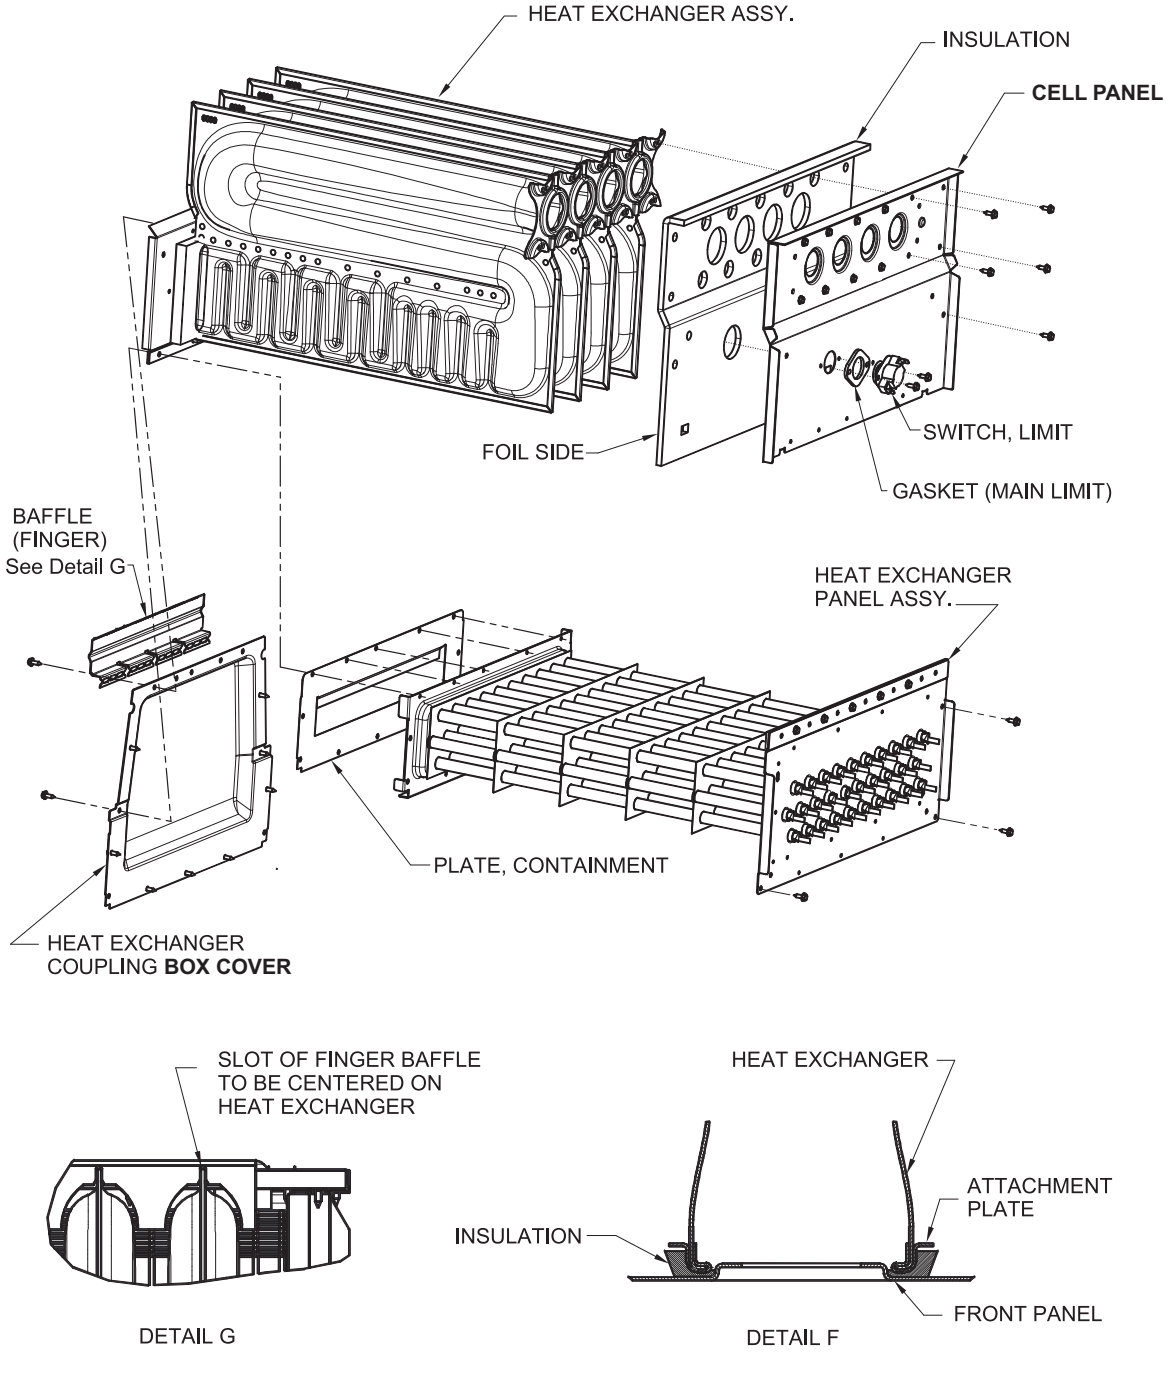
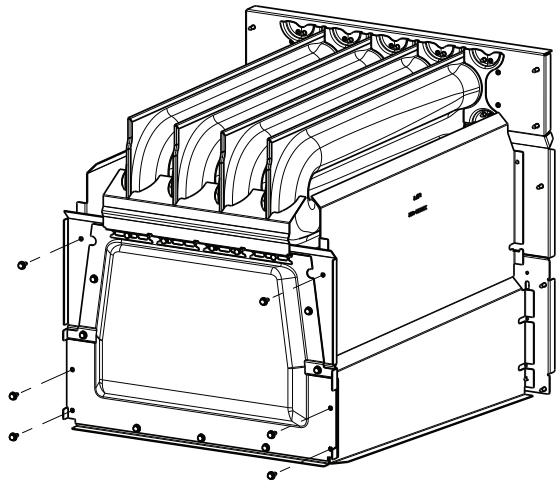

Fig. 5 - Heat Exchanger Removal / Installation
Fig. 6 - Sidewall Baffle Removal / Installation - Rear View
1. Remove the screws that secure the finger baffle from the Coupling Box Cover. See Fig. 5.
5. Once the Coupling Box cover is sufficiently loosened, remove the coupling box cover from the rear of the Heat Exchanger Assembly. See Fig. 6.
3. Insert all the screws, except the outboard screws in the primary outlet panel, to secure the primary heat exchanger panels to the condensing heat exchanger panels (front and back). See Fig. 5.
2. Align the Coupling Box Cover over the rear of the Heat Exchanger Assembly. See Fig. 5 and Fig. 6.
4. Align the Finger Baffles along the top edge of the Coupling Box Cover. See Fig. 5.
Insert the slot on the sidewall baffle over the tab on the primary cell panel. See Fig. 6.